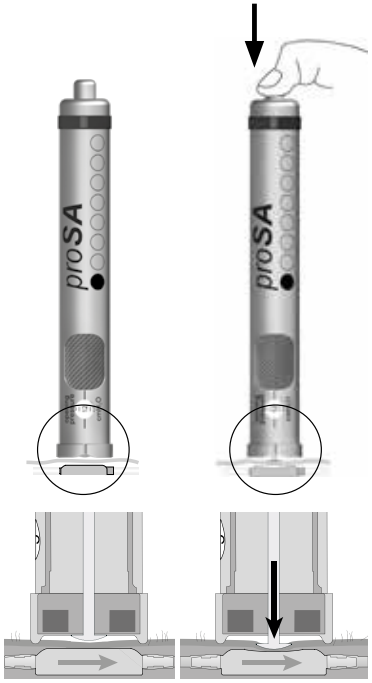

Fig. 11: Ajuste del nivel de presión
5. En cuanto se coloca el Instrumento de ajuste *proSA* centrado sobre la válvula, se pulsa el botón sobre la válvula y emerge la punta de la base del Instrumento de ajuste *proSA*. Esto activa el desacople mecánico y se establece el nuevo valor de la presión de apertura requerida en la válvula (Fig. 11).